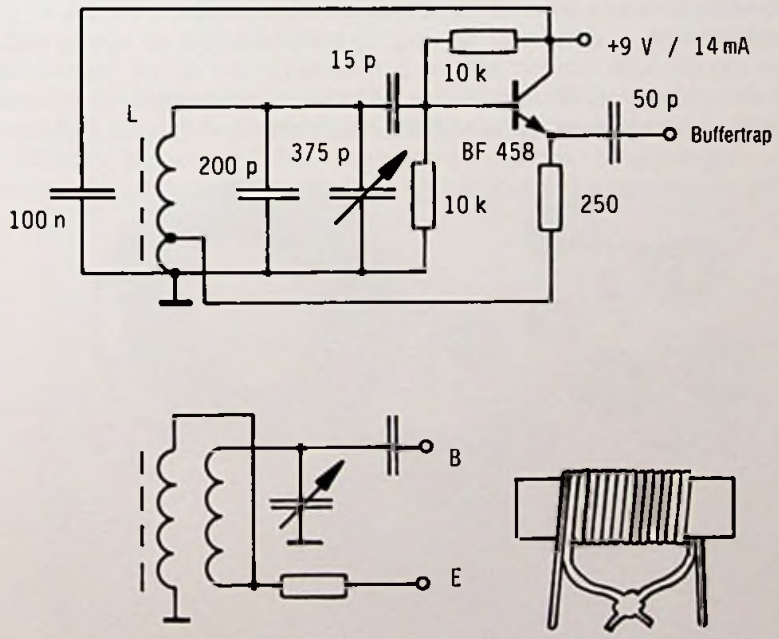

Afb. 5.1.1: HARTLEY-oscillator.
Afb. 5.1.1. laat de praktische uitvoering van een oscillator volgens HARTLEY zien. Op het eerste gezicht is niet te zien dat het hierbij om een collectorschakeling gaat, maar let eens op de condensator van 100 nF waarmee de collector aan het koude uiteinde van de spoel ligt.
b) Moet de spoel een middenaftakking krijgen, dan kunnen we een dergelijke spoel het beste bifilair wikkelen (met twee draden tegelijk, zie detailschets in afb. 5.1.1.). De beide binnenste draaduitlopers worden aan elkaar gesoldeerd en vormen de middenaftakking. Het grote voordeel van de bifilaire wikkeltechniek schuilt daarin dat we er strak symmetrische kringen mee kunnen bouwen, bijvoorbeeld voor balansmengtrappen. Door er aan een kant een schroefkern in te draaien wordt de symmetrie niet op ontoelaatbare wijze verstoord.